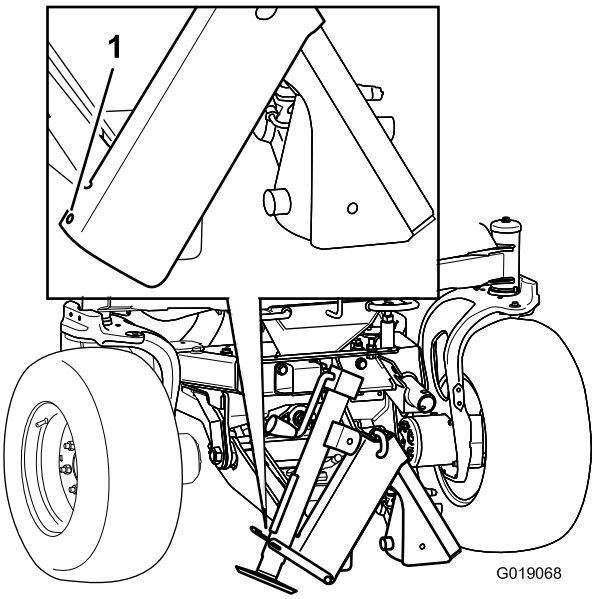
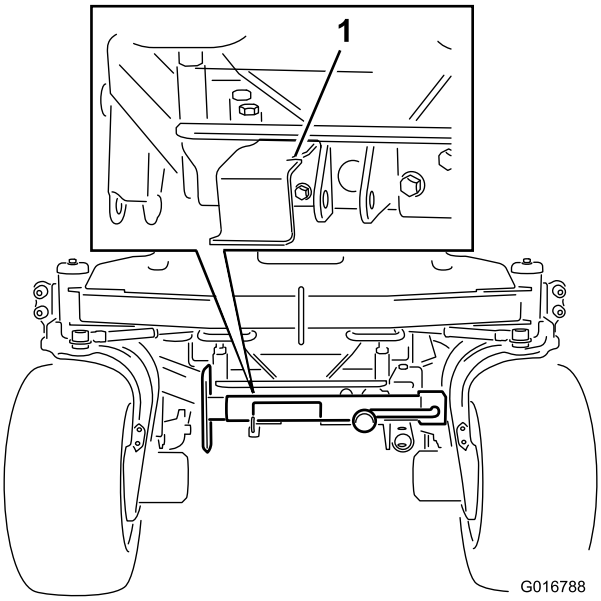

Figure 9
Figure 10
2. Insérez la goupille à chaînette (non représentée) dans l'orifice latéral du moyeu du cric et dans celui de la languette et fixez le cric à l'aide du sandow (Figure 9 ou Figure 10).